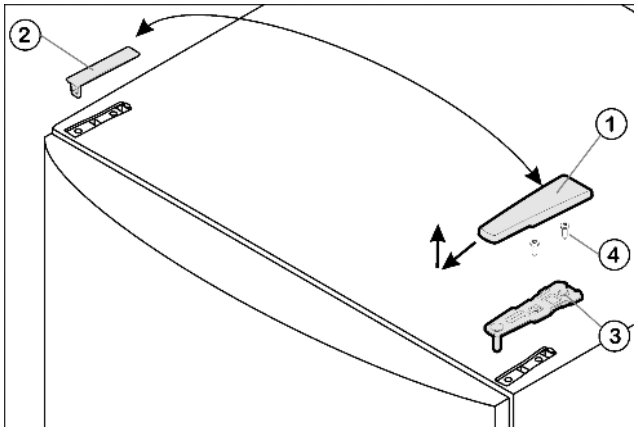

Fig. 4
▶ Kryt *Fig. 4 (1)* stáhněte dopředu a nahoru.
▶ Kryt *Fig. 4 (2)* zvedněte.
▶ Horní stojan ložiska *Fig. 4 (3)* odšroubujte (2 krát Torx® 25) *Fig. 4 (4)* a stáhněte nahoru.
- ▶ Horní stojan ložiska *Fig. 4 (3)* vložte na nové straně závěsu do dvířek.
- ▶ Horní stojan ložiska **přišroubujte (s 4 Nm)**(2krát Torx® 25) *Fig. 4 (4)*. Díry pro šrouby případně předem propíchněte nebo použijte akumulátorový šroubovák.
- ▶ Kryt *Fig. 4 (1)* a kryt *Fig. 4 (2)* vždy na opačné straně zvenku nasaďte a zaklesněte.